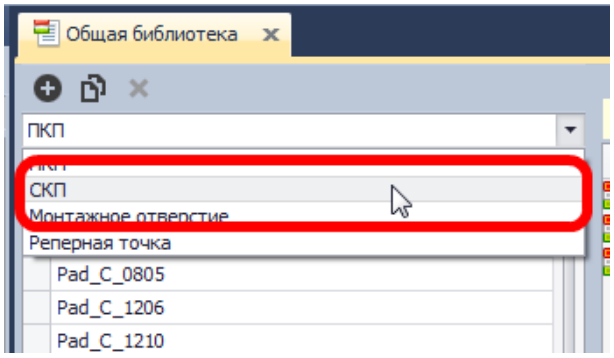

Рис. 121. Выбор типа объекта
1. Выберите тип объекта с помощью выпадающего списка, расположенного в левом верхнем углу окна редактора, см. Рис. 121.